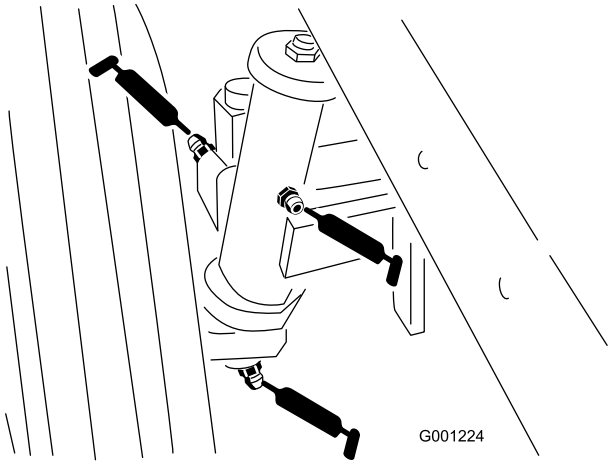

**Figur 43**
- Bakre hjulspindelbussningar (Figur 43)